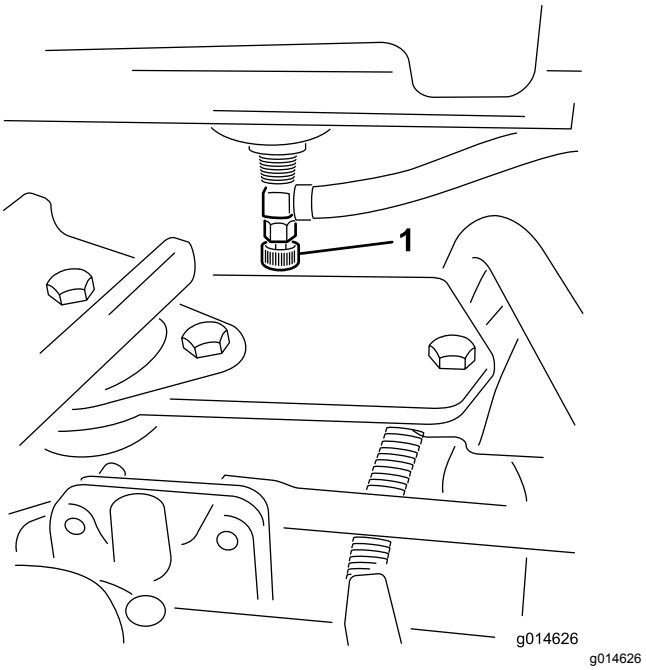

Rysunek 33
1. Zamknij zawór odcinający paliwo (Rysunek 33) znajdujący się pod zbiornikiem paliwa.